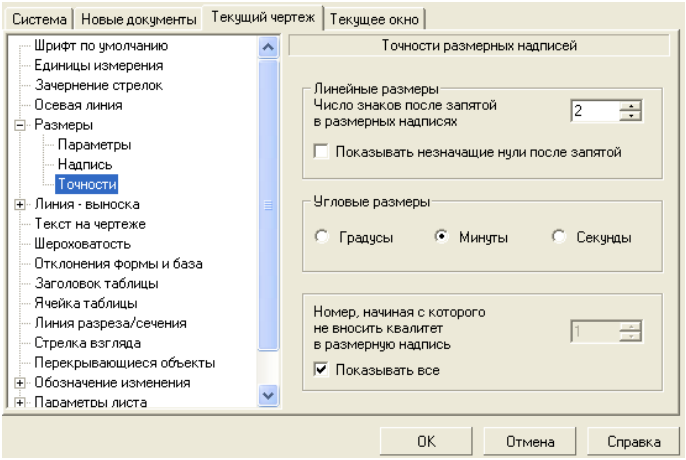

Рисунок 8.10 – Диалоговое окно Параметры с открытой вкладкой Текущий чертеж и панелью Точности размерных надписей
– щелкните по пункту *Размеры*, а затем – *по пункту Точности*. В правой части появится панель *Точности размерных надписей*, показанная на рисунок 8.10.